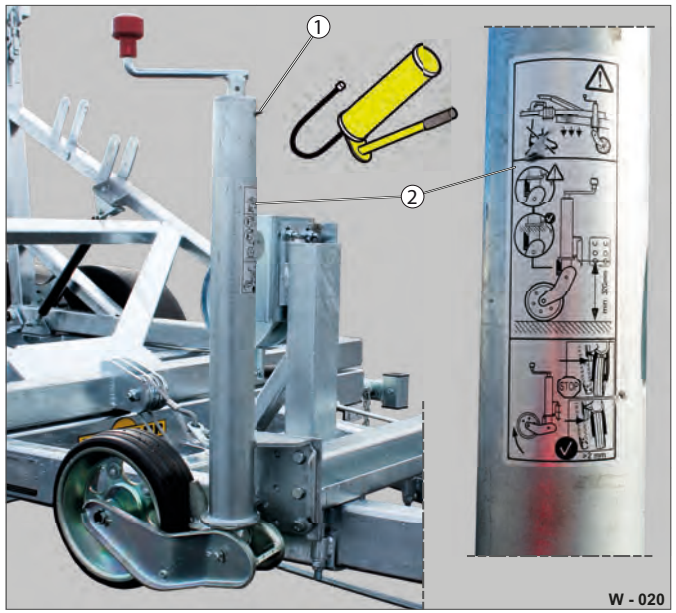

Fig. 20 Kontrol/fedtsmøring af støttehjulet
- ▶ Smør støttehjulet ved hjælp af smøreniplen (Fig. 20 /1).
- ▶ Kontrollér, at mærkaten (Fig. 20 /2) er til stede og kan læses.